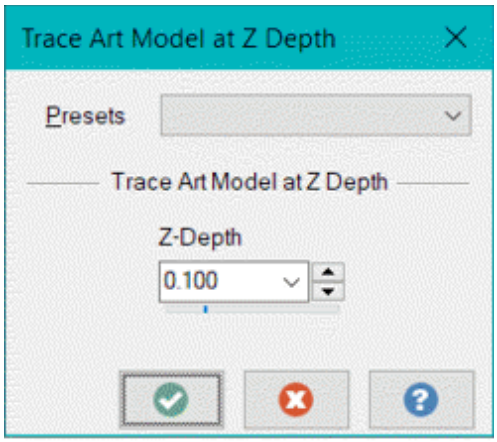

Figure-14. Trace Art Model at Z Depth dialog box
- Click on the **Trace Z Depth** tool from the **Wireframe** panel in the **Art** tab of **Ribbon**. The **Trace Art Model at Z Depth** dialog box will be displayed; refer to Figure-14.